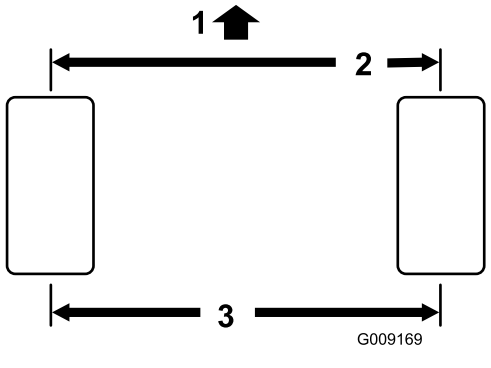

Figuur 49
2. Meet de afstand hart-op-hart van het toespoor (ter hoogte van de assen) aan de voorzijde en de achterzijde van de stuurwielen (Figuur 49).